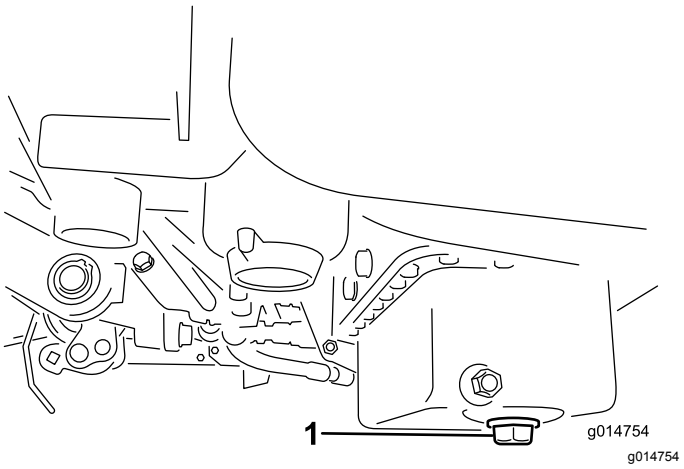

Figur 43
1. Fjern aftapningsproppen, og lad olien løbe ned i en bakke. Monter aftapningsproppen igen, når olien holder op med at løbe (Figur 43).